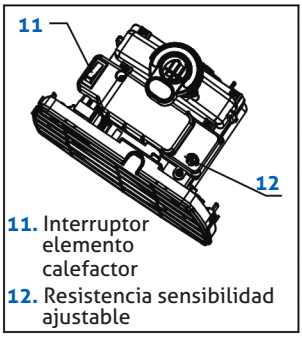

Figura 9
4. Viene equipado con un interruptor del elemento calefactor integrado. Si fuera necesario aire caliente, retire la cubierta (figura 2), y siga las instrucciones de (figura 9) para cambiar a aire caliente o aire frío. (Valor predeterminado de fábrica: aire caliente).